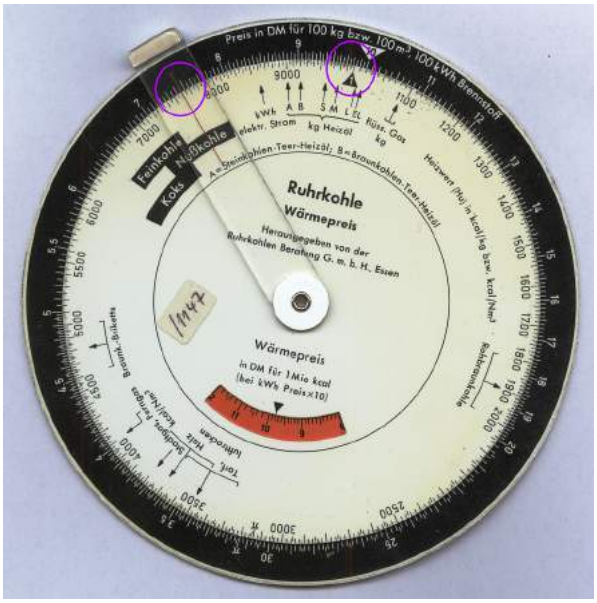

Figure 20: ARISTO 10157 Ruhrkohle Wärmepreis (top side)
ARISTO's No. 10157 was designed in 1956 for *Ruhrkohlen-Beratung* to calculate the costs in Deutsche Mark (DM) for 100 kg of different fuels like coal or fuel oil or in DM/100 m^3 of gas. Besides different qualities of coal and coke also peat, wood browned briquette, electrical current, liquid gas and several quantities of liquid fuels can be chosen with the relevant range of their calorific value. In figure 20 nut coal with a calorific value of 7600 kcal/kg and costs of 7.45 DM / 100 kg gives a heat rate (*Wärmepreis*) of 9.80 DM / 1 Mio kcal.